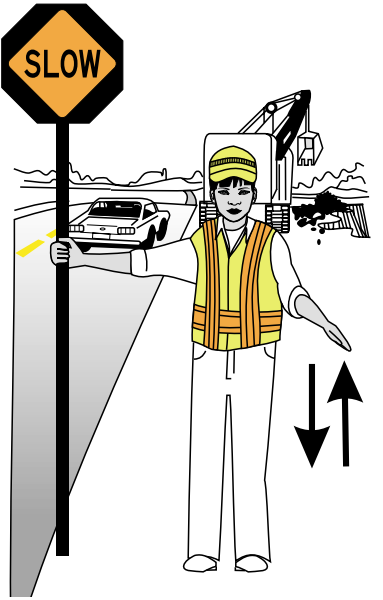

Figure 7
2. Extend your left arm and with the palm facing downward, motion up and down slowly to gain driver attention (see Figure 7).